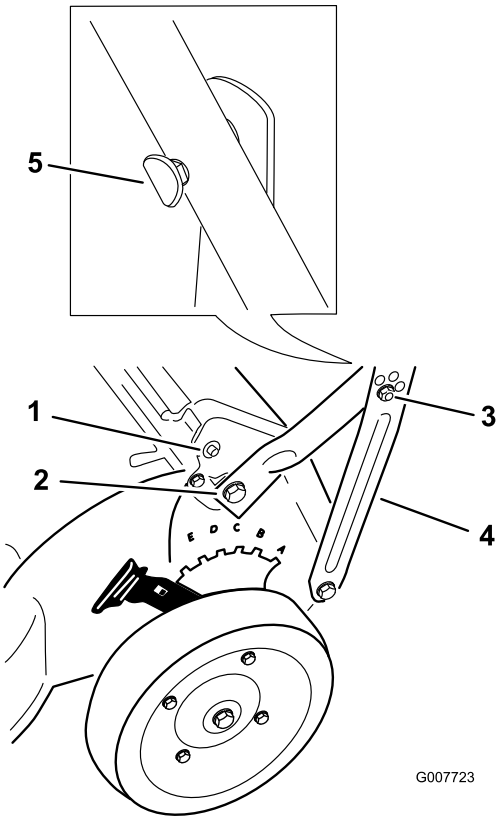

Figur 3
2. Fäst handtaget på gräsklipparen med 2 självgängande sexkantsskruvar, 2 brickor och 2 distansbrickor (Figur 3), **men dra inte åt de självgängande sexkantsskruvarna.**
4. Fäst handtagsstagen på det nedre handtagets sidor med två bultar med ovala huvuden och två låsmuttrar, och dra åt dem med fingrarna (Figur 3).
5. Rikta in de ovala bulthuvudena efter handtaget enligt Figur 3. Säkra sedan handtaget enligt följande:
- Om handtagets hål är runda, riktar du in de ovala bulthuvudena efter handtaget enligt Figur 3. Håll huvudena i det läget och dra åt alla muttrar med en nyckel för att dra in det fyrkantiga skaftet i handtaget tills bulthuvudena ligger tätt emot handtaget.
- Om handtagets hål är fyrkantiga, riktar du in de ovala bulthuvudena efter handtaget enligt Figur 3. För in de fyrkantiga skaften i handtaget, så att bulthuvudena ligger tätt emot handtaget. Dra sedan åt alla låsmuttrar (Figur 3).
Obs: Sätt kabelbandet så långt ned som möjligt på handtaget för att förhindra att kabeln eller kablarna hakar i ändkåpan på den bakre luckans stång och stör drivningssystemet (Figur 3).